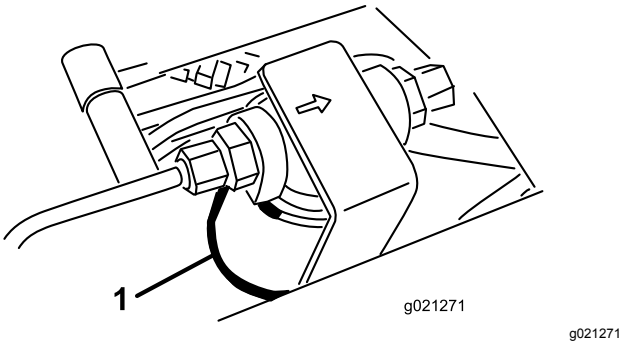
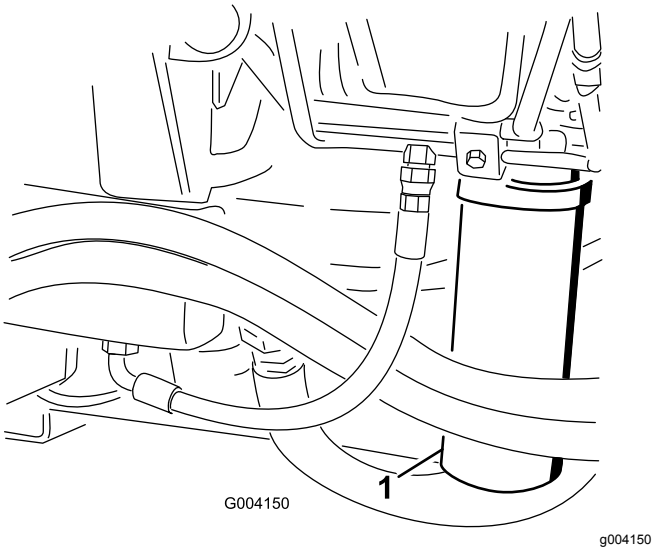

Figur 92
Figur 93
2. Rengör området där filtret ska monteras och placera ett avtappningskärl under filtret (Figur 92 och Figur 93).